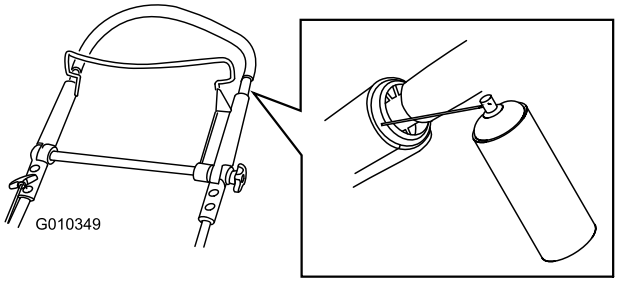

Figur 43
1. Sprøjt på det indre håndtags ydre plastikende (Figur 43).